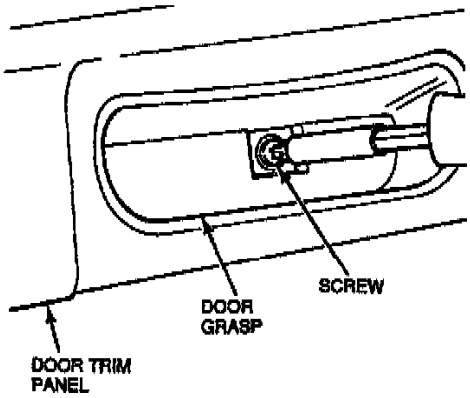

Figure 2 TB-3160-A
b. Remove the door grasp screw (Figure 2) - 1993-94 model years only.